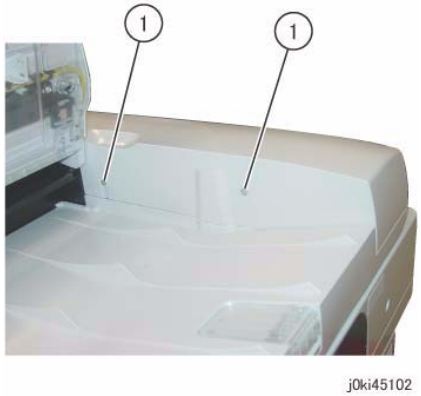

Figure 2 DADF Rear Cover
3. Remove the screws that secure the DADF Rear Cover. (Figure 2)